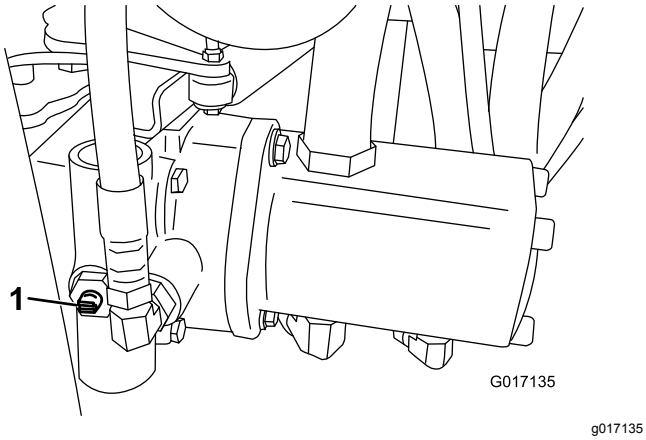

Figur 24
1. Find omløbsventilen på pumpen, og drej den, så rillen er vertikal (Figur 24).
2. Luk omløbsventilen ved at dreje den, så rillen er horisontal (Figur 24), før du starter motoren. Start ikke motoren, mens ventilen er åben.